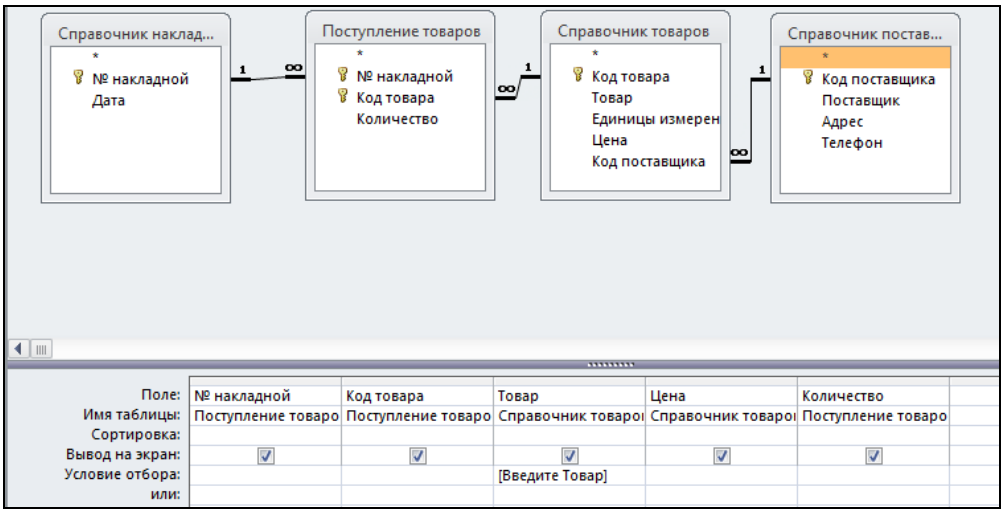

Рис. 4.8. Запрос с параметром
Для создания запроса с параметром в строке *Условие отбора* под соответствующим полем в квадратных скобках записывается параметр [*Введите <имя поля>*] (рис. 4.8).
4. В раздел параметров запроса добавляются те поля, значения которых должны быть отображены в результате выполнения запроса (рис. 4.8). Добавить поле в запрос можно двойным щелчком по его названию в соответствующей таблице, расположенной в верхней части окна запроса.
5. В строке *Условие отбора*, под полем *Товар*, в квадратных скобках записывается параметр [*Введите Товар*] (рис. 4.8).